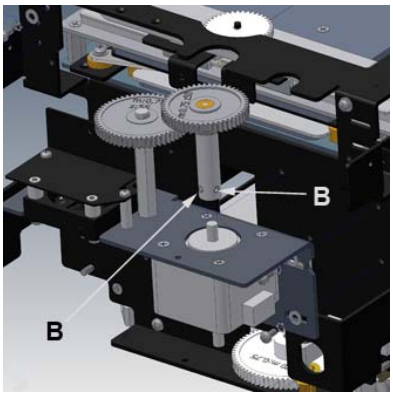

Fig. 2
- Unscrew the Allen screws **B**, see ***Fig. 2***.
- Lift off the upper part of the right-hand partition, see ***Fig. 2*.**